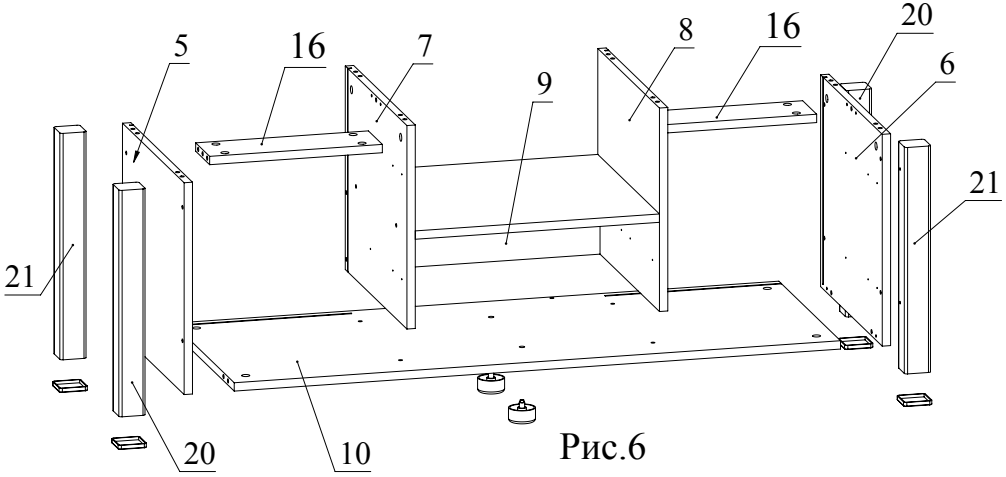

Рис.6
4. С помощью конфирматов прикрепить детали 20, 21 к деталям 5 и 6 согласно схеме (Рис. 6).
Соединить при помощи конфирматов детали 7, 8, 9 с деталью 10 (Рис. 6).
Установить детали 16 на детали 7, 8 и зафиксировать, повернув конфирматным ключом головки минификсов по часовой стрелке до упора (Рис. 6).
Установить деталь 10, 16 между деталями 5 и 6 и зафиксировать, повернув конфирматным ключом головки минификсов по часовой стрелке до упора (Рис. 6).
Установить накладки для профиль-ножек на детали 20 и 21 (Рис. 6).